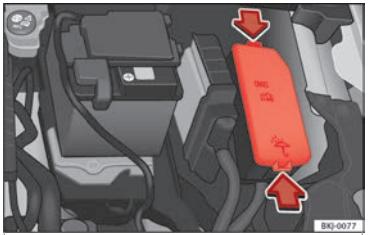

Fig. 71 In the engine compartment: fuse box cover.
- Press the locking tabs to release the fuse box cover ››› **Fig. 71**